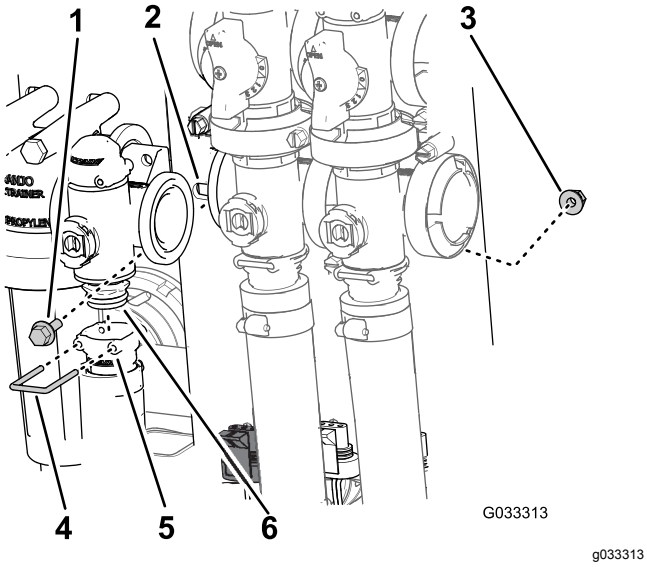

Figur 63
2. Ta bort hållaren som fäster utloppskopplingen vid sprutmängdsventilens grenrör (Figur 63).
3. Ta bort de två flänsskruvar och de två flänslåsmuttrar som håller fast sprutmängdsventilen vid ventilfästet, och avlägsna sedan ventilgrenröret från maskinen (Figur 63).